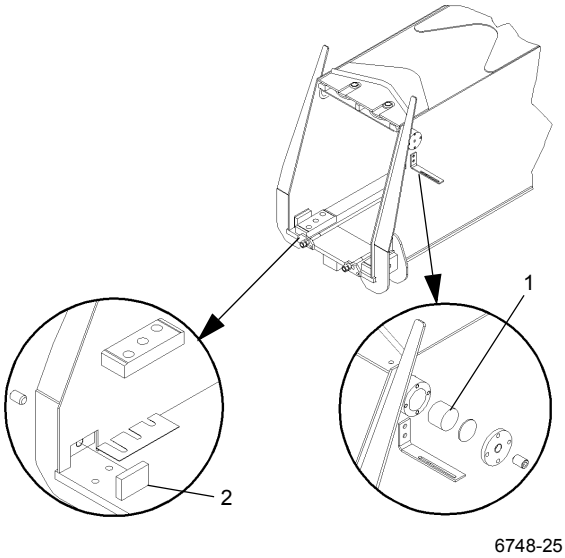

FIGURA 4-14
5. Saque los dos tornillos que fijan cada almohadilla de desgaste lateral superior (Figura 4-14, 1) e inferior (Figura 4-14, 2) a la parte delantera de la sección de base. Retire las almohadillas de desgaste, los suplementos y la escuadra de montaje (parte superior del lado izquierdo solamente).